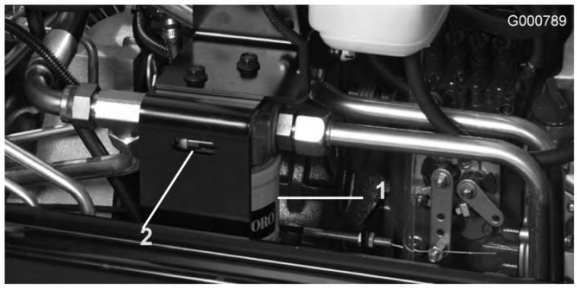

Figura 79
2. Limpe a área em torno da superfície de montagem do filtro. Coloque um recipiente por baixo do filtro e desmonte o filtro (Figura 79).